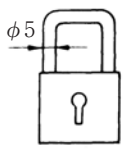

図11－11
5. 遮断器が“ON”の時はハンドルは図11－8のようにONを示し、遮断器が“OFF”の時はハンドルは図11－9のようにOFFを、遮断器が“TRIP”の時はハンドルがTRIPを示します。